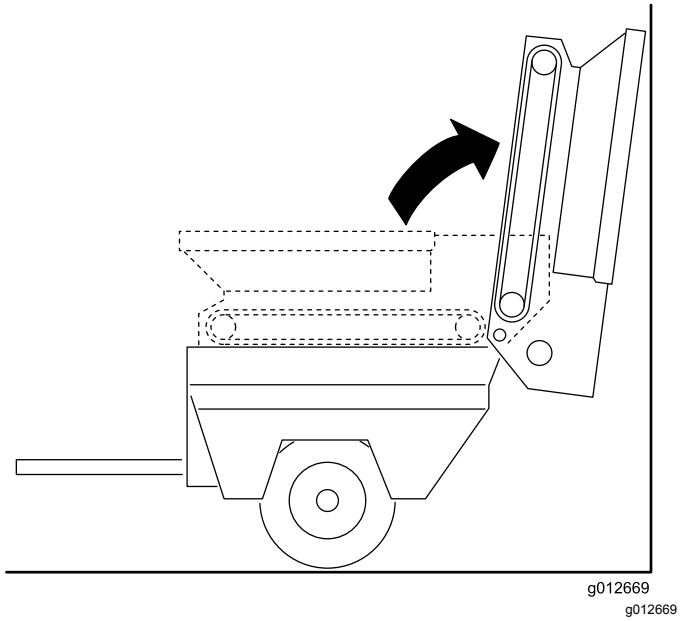

Rysunek 27
3. Przechyl kosz do tyłu i oprzyj go o ścianę, drabinę itp. (Rysunek 27)..
Upewnij się, że kosz samowyładowczy jest uniesiony nad obszarem środkowym i/lub został bezpiecznie przymocowany do ściany lub słupa, co zapobiegnie jego przypadkowemu upadkowi na obszar roboczy (Rysunek 27).
3. Ostrożnie obróć kosz w dół na szyny ramy ślizgowej; patrz Rysunek 27 w punkcie Rozmontowywanie sań ślizgowych (Strona 25)..